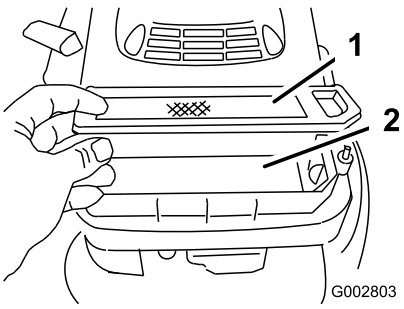

Figuur 23
5. Verwijder het papierelement en gooi dit weg (Figuur 23).